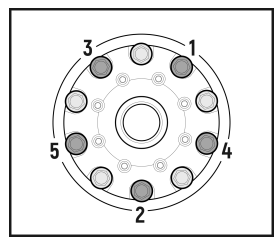

Рис. 14
- *Выкрутите предварительно установленные **пять** болтов. Нанесите фиксатор резьбы в резьбовые отверстия и на резьбу болтов, затем вкрутите и затяните их динамометрическим ключом моментом, указанным в руководстве по ремонту автомобиля. (**Рис. 14**)*